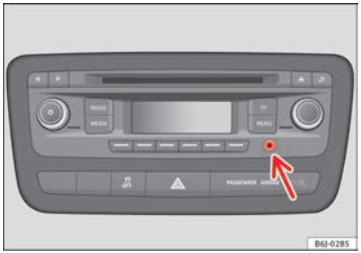

Fig. 87 AUX connection on the central console (depending on the equipment)
– Insert the plug as far as possible (see radio manual) ⇒ Fig. 87. ■